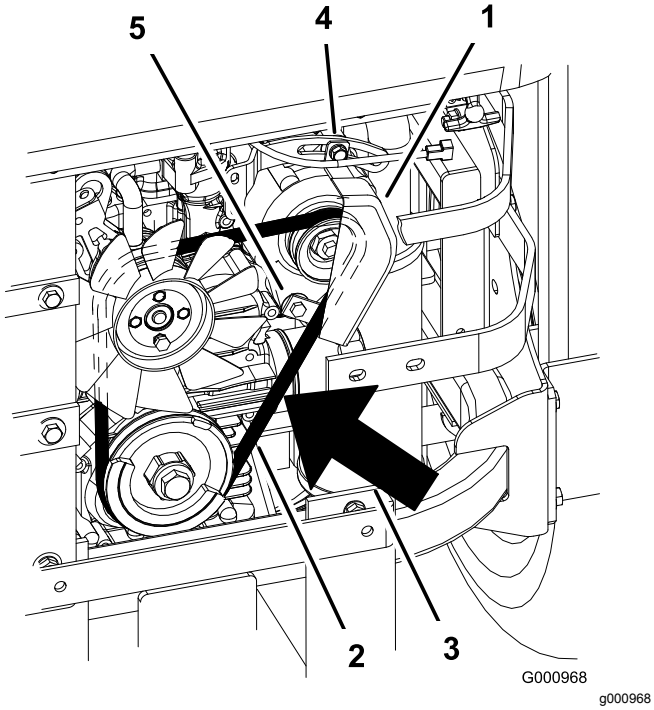

Figuur 95
2. Beweeg de wisselstroomdynamo naar buiten totdat de riem tussen de motor en de poelies van de wisselstroomdynamo een speling van 7 tot 9 mm heeft als deze wordt ingedrukt met een kracht van 10 kg (Figuur 95).
5. Als de speling correct is, draait u de onderste en bovenste bout vast (Figuur 95).